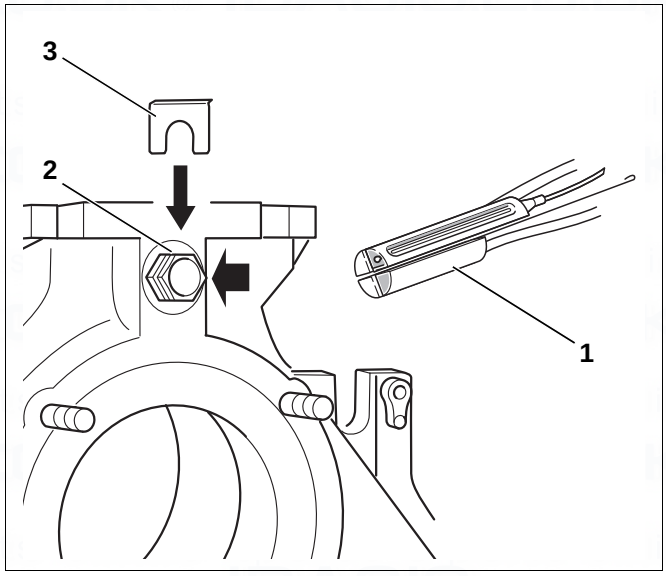

Fig. 62 Installing the temperature sensor set
The temperature sensor set connected to the control unit (consisting of three temperature sensors and one sensor blind piece Fig. 62, [1]) is installed in the sensor well R ¾.
- Route capillary pipe sensor to the measuring port of the boiler and then guide the sensor into the sensor well (Fig. 62, [2]) and secure with the retaining clip (Fig. 62, [3]).